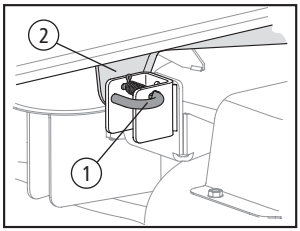

Fig. 29
- Localize os pinos de liberação (1) da bandeja localizados à direita e esquerda da bandeja. Puxe os pinos (1) e libere a bandeja dos braços de elevação (2) esquerdo e direito [Fig. 29].